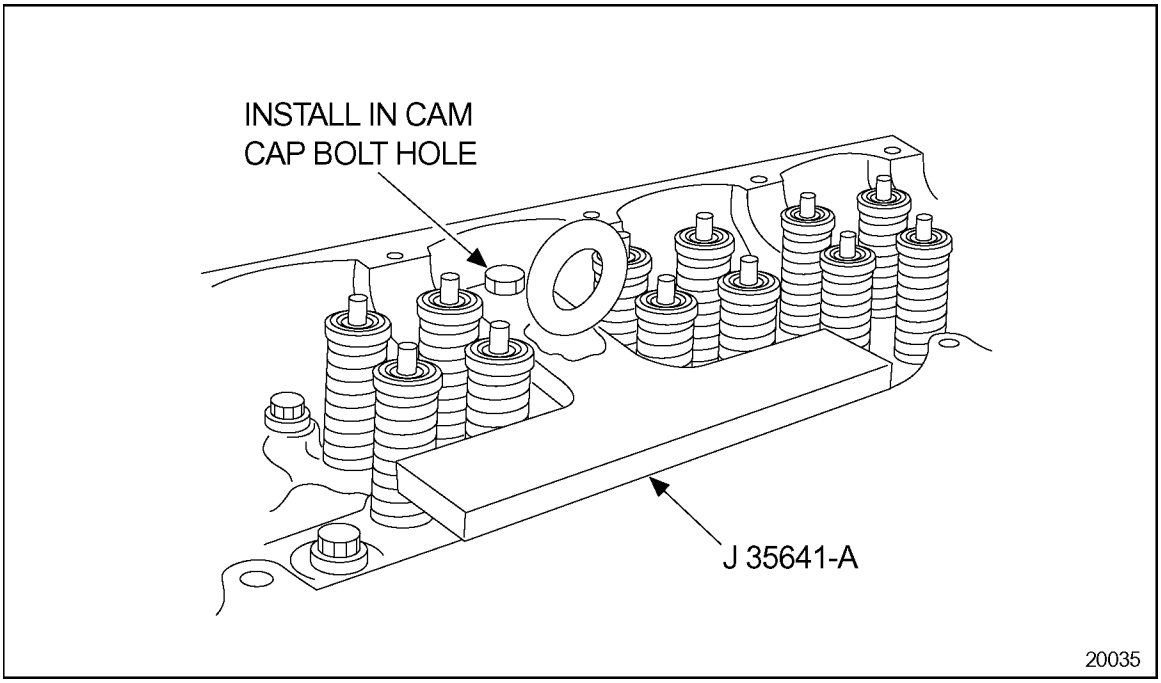

Figure 1-36 Cylinder Head Lift Bracket Removal
22. Remove the head bolts, refer to section 1.2.2, and install the cylinder head lifter bracket, J 35641-A, using the bolt hole at the inboard center, No. 3 cam cap and two tapped Jake Brake® bolt holes. See Figure 1-36.